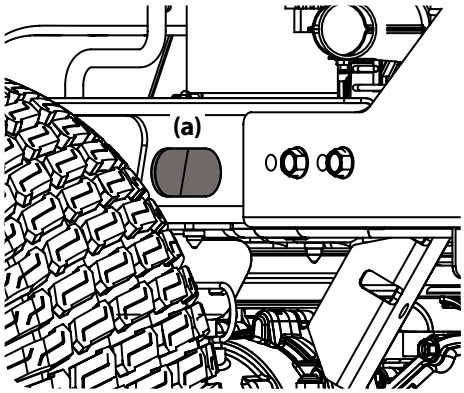

Figura 4-3
c. Presione el tubo de drenaje de aceite (que acompaña este manual) sobre el orificio de drenaje. Coloque el extremo libre de la manguera en un recipiente de recolección de aceite adecuado con una capacidad de por lo menos 2,5 cuartos de galón para recoger el aceite usado. Algunos modelos están equipados con una ranura (a) en el lado izquierdo del bastidor para dirigir el drenaje de aceite a través de esta. Vea Figura 4-3.